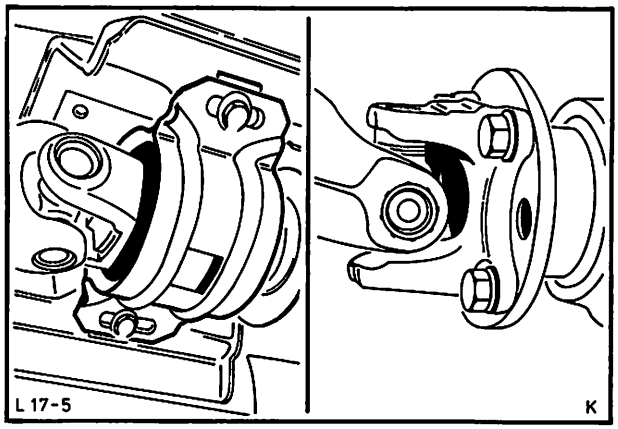

Abb. 18 Gelenkwellenbefestigung
12. Gelenkwelle von Antriebsflansch und Mittellager – Bodengruppe abschrauben, Abb. 18. Welle komplett aus der Getriebeverlängerung ziehen. Damit kein Getriebeöl ausläuft, Schutzkappe in die Getriebeverlängerung schieben.